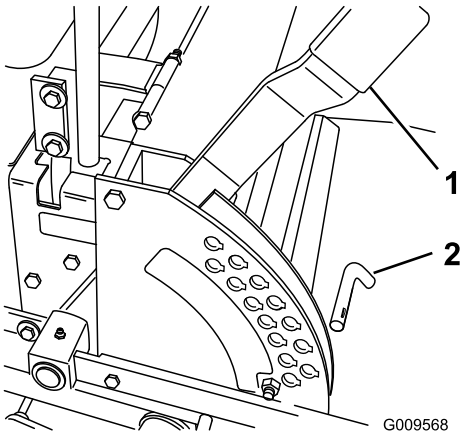

Figur 18
1. Höj klipphöjdsreglaget till transportläget (som också är klipphöjdsläget 127 mm) (Figur 18).
2. Justera inställningen genom att ta ut sprinten ur klipphöjdsfästet (Figur 18).
3. Sätt i sprinten i det hål i klipphöjdsfästet som motsvarar den önskade klipphöjden (Figur 18).